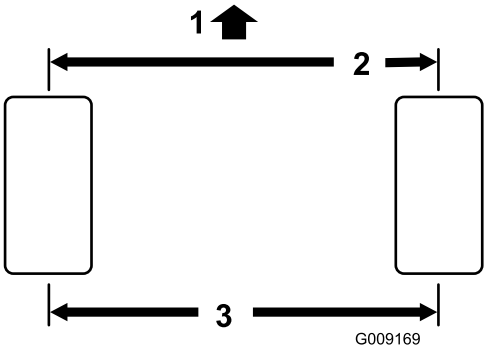

**Figur 54**
2. Mål afstanden fra midte til midte (i akselhøjden) på de styrende dæk, foran og bag akslen (Figur 54). Afstanden skal være indenfor 0 ± 3 mm foran på dækket end bagpå. Drej dækket 90 grader og kontroller afstanden igen.